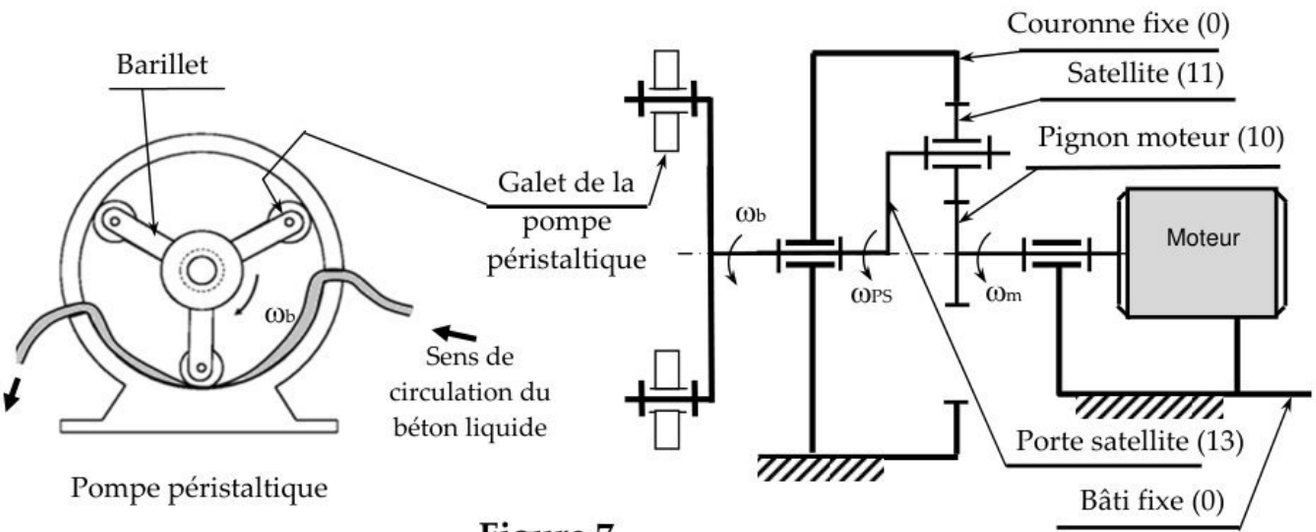

Figure 7
Le principe de la pompe péristaltique est de presser un tuyau flexible dans lequel circule le fluide, le mouvement du fluide dans le tuyau est obtenu en pressant celui-ci par des galets. Dans cette étude, le mouvement des galets est obtenu par un moteur électrique associé à un réducteur d'engrenage à train épicycloïdal (figure 7).
Données :(voir **figure 7**).
Question 4-2 : Calculer Z_{11} : le nombre de dents du satellite (11) (voir figure 7).